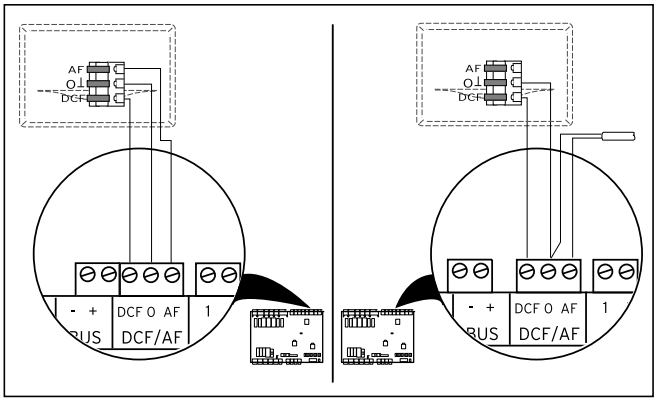

Abb. 7.15 VRC DCF-Empfänger installieren
- ➤ Verdrahten Sie den VRC DCF-Empfänger entsprechend → **Abb. 7.15**: